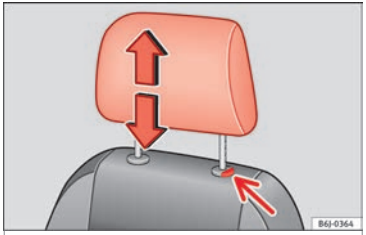

Fig. 133 Adjusting and removing the head restraints.
– Press the button ››› Fig. 133 (arrow).